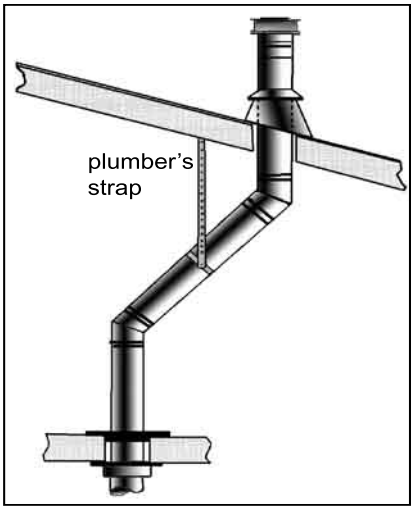

Figure 21. Pipe Support
1. If an offset is necessary to avoid obstructions in the attic, the vent pipe must be supported every 3 feet (91.4cm) (see Figure 21).
Step 5. Once the pipe sections have been joined and run up through the roof, slip a pipe support strap over the exposed sections. Bend the support straps outwards and push the pipe support strap down to the roof level. Use a level to make sure the pipe is vertical and tighten the clamp around the pipe section. With roofing nails, secure the support straps to the roof and seal the nail heads with non-hardening mastic. Trim the excess length of the straps. If the installation is taking place in a finished house, the pipe support straps can be attached to the rafters in the attic. See Figures 21 to 23.